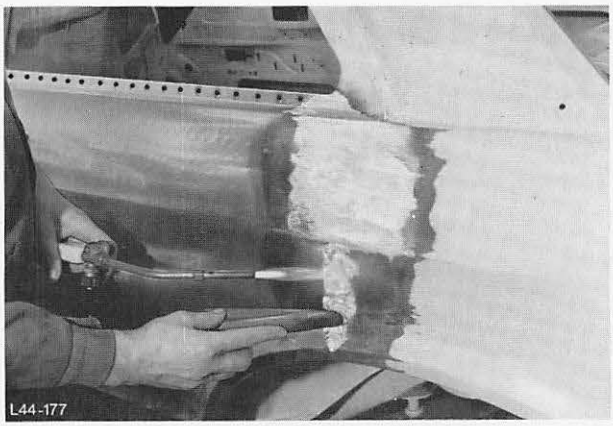

Abb. 210 Verbindungsnaht verschwemmen
28. Verbindungsnaht – Teileinsatz verzinnen und verschwemmen, Abb. 210.